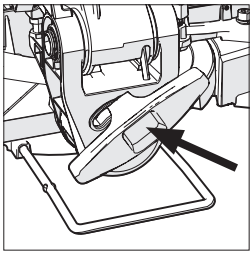

Рис. 22
- Ослабьте винт фиксации угла наклона **(Рис. 22)**.